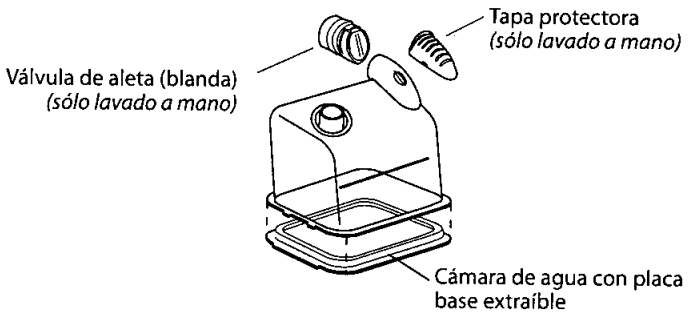

**Figura 7-1 Limpieza de la cámara de agua**
Consulte la Figura 7-1 cuando limpie la cámara de agua.
8. Vuelva a ensamblar la cámara de agua. Asegúrese de que la placa base está completamente asentada sobre la cámara de agua. Asimismo, asegúrese de que instala la válvula de aleta correctamente en el orificio de entrada de aire de la cámara de agua. Vea la Figura 7-1.